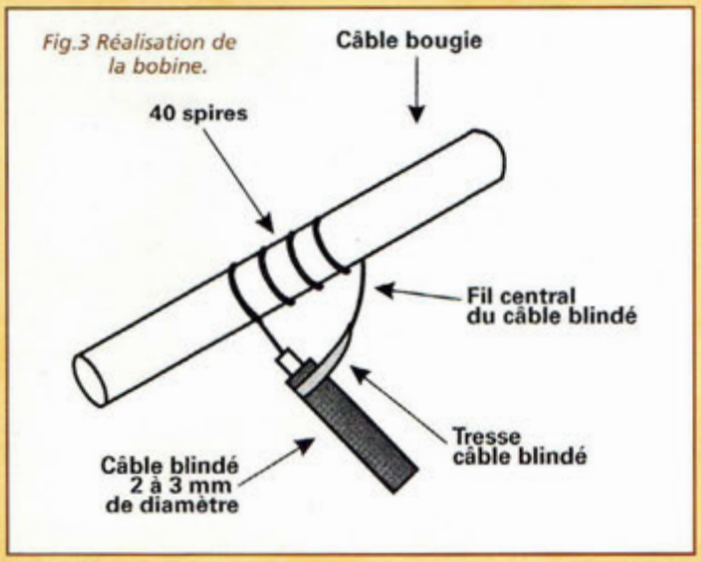

Fig.3 Réalisation de la bobine.
- avec du câble blindé de 2 à 3 mm de diamètre 40 spires sont nécessaires (voir fig.3). cette solution est préférable et facilite la réalisation